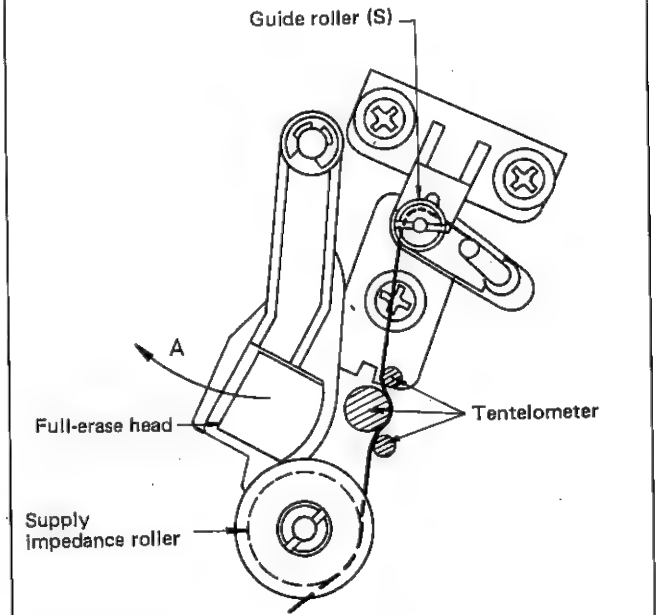

Figure 23.
4. Keep the full-erase head away in the direction of arrow A (see Figure 23) and install a tentelometer (see Figure 23 and 24). Check that tape tension is 23 ~ 28 g.